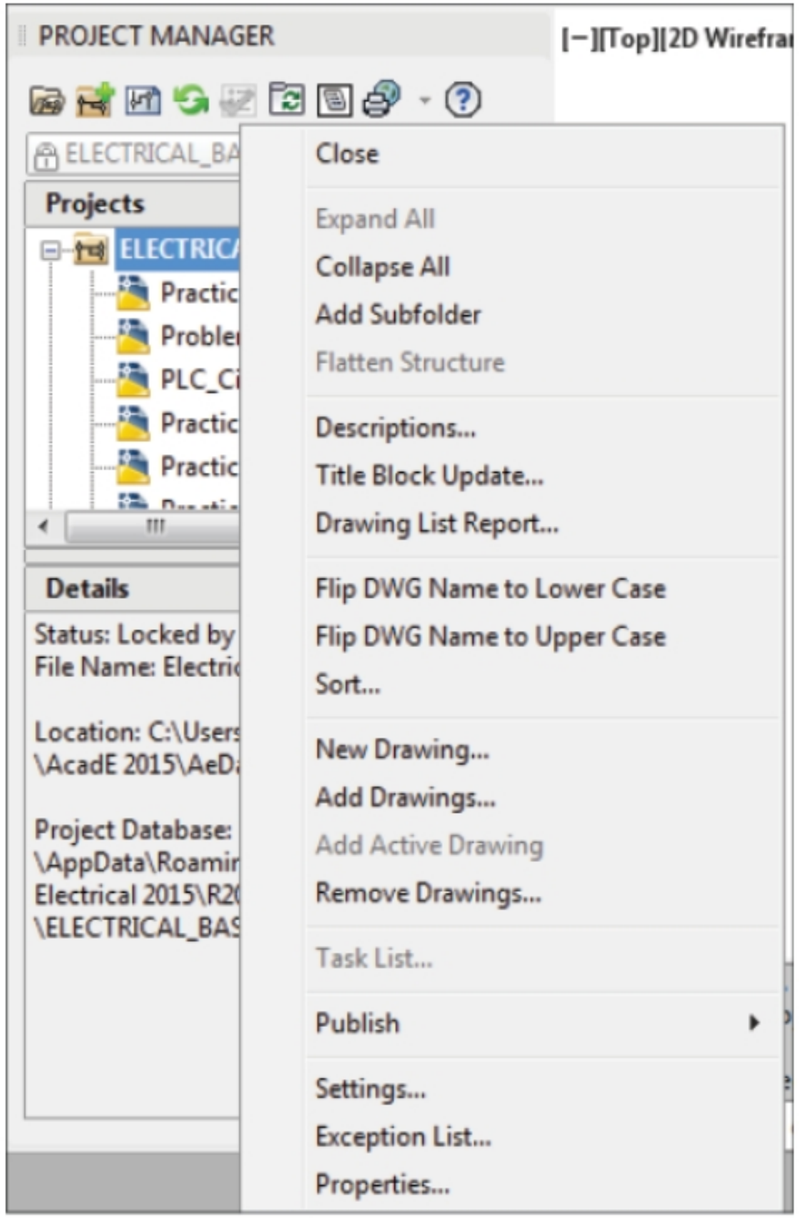

Figure-61. Shortcut menu of Project
- Right-click on the project name in the **Project Manager**; refer to Figure-61.